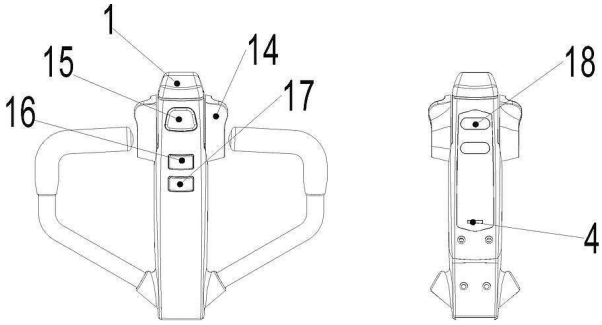

Abb. 7: Bedienung
Schritt 2: Drücken Sie die Hupentaste (Pos. 15, Abb. 7), um das akustische Warnsignal zu aktivieren.
Schritt 3: Fahren Sie mit den abgesenkten Gabeln ganz unter der Palette und drücken Sie die Hebetaste (Pos. 16, Abb. 7), bis Sie die gewünschte Hubhöhe erreicht haben.
Schritt 6: Steuern Sie die Geschwindigkeit, indem Sie die Gas-Taste (Pos. 14, Abb. 7) vorsichtig bewegen, bis Sie die gewünschte Geschwindigkeit erreicht haben. Wenn Sie die Gas-Taste wieder in die Neutralstellung bringen, verzögert die Steuerung den Hubwagen, bis der Hubwagen stehen bleibt. Wenn der Elektro-Hubwagen angehalten hat, wird die Feststellbremse angezogen.
Drücken Sie die Schildkröten-Taste (Pos. 18, Abb.7), um in den Modus mit langsamer Geschwindigkeit zu schalten. Fahren Sie langsam, indem Sie die Gas-Taste (Pos. 14, Abb.7) bewegen, drücken Sie die Schildkröten-Taste erneut, um in den Normalbetrieb zurückzukehren.
Schritt 8: Drücken Sie die Absenktaste (Pos. 17, Abb. 7) vorsichtig. Senken Sie die Last, bis die Gabeln frei von der Palette sind, und fahren Sie den Hubwagen dann vorsichtig heraus.
1. Durch Schieben der Gasstaste (Pos. 14, Abb. 7) in die Ausgangsposition "0" oder durch Loslassen der Taste wird die Nutzbremsung aktiviert. Der Hubwagen bremst bis zum Stillstand.
2. Durch Bewegen des Gaspedals (Pos. 14, Abb. 7) aus einer Fahrtrichtung direkt in die entgegengesetzte Richtung bremst das Fahrzeug, bis es in die entgegengesetzte Richtung fährt.